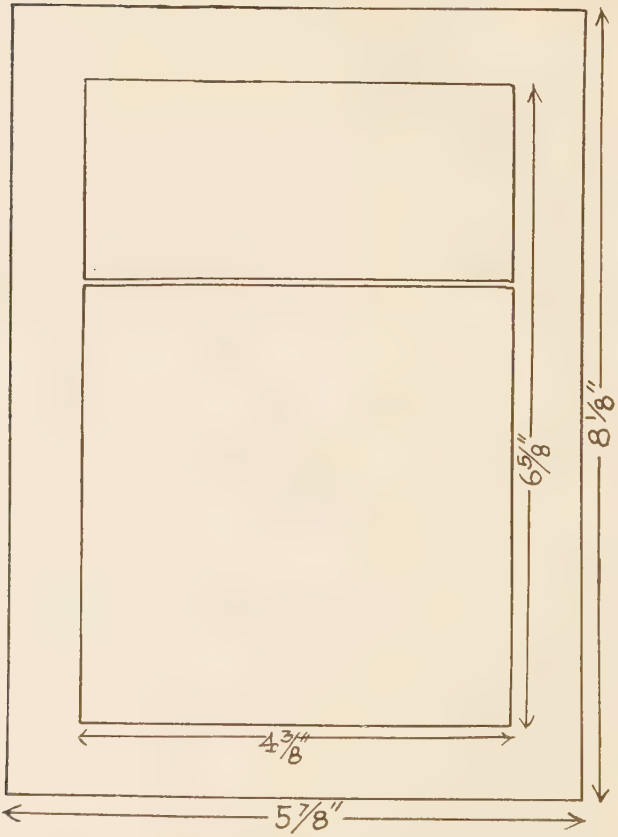

Fig. 69—Diagram of Easel Boards, Showing Layout and Dimensions for Covering Paper for Visible Side.
6. Take the two pieces of board $4\frac{3}{8}''$ x 2" and $4\frac{3}{8}''$ x $4\frac{5}{8}''$ and lay them side by side, with edges "butted" close together. (Fig. 69.)
7. Now cut a "facing" piece of a different paper (select a lighter color but harmonious in tone) as you did for the main board. This piece with same allowance of $\frac{3}{4}''$ on all sides for turn-ins will be $5\frac{7}{8}''$ x $8\frac{1}{8}''$, grain $8\frac{1}{8}''$ way. (Fig. 69.) Cut the corners as you did on the first board.